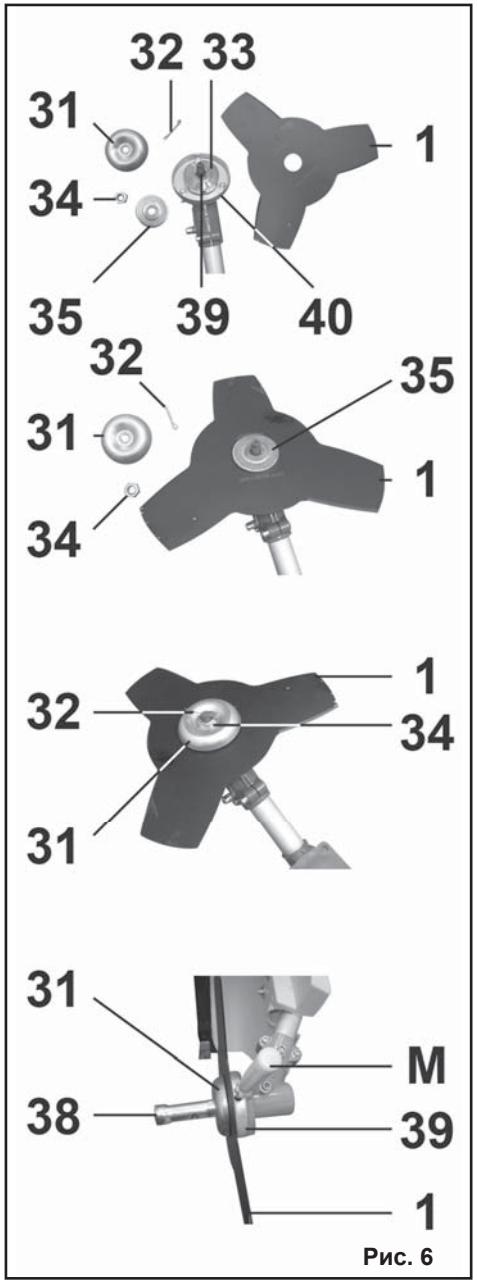

Рис. 6
6.4. Установка ножа, Рис. 6
6.4.2. Совместите отверстия чашки (40) и внутреннего фланца (33) и, как показано на Рис.6, установите отвёртку (**М**).
6.4.4. В последовательности, как показано на Рис. 6, установите наружный фланец (35), шайбу (31) и положение ножа (1) надёжно зафиксируйте гайкой (34).
6.5. Установка триммерной катушки (Рис. 6, 7)
6.5.1. Демонтируйте шплинт (32). Совместите отверстия чашки (40) и внутреннего фланца (33) и, как показано на Рис.6, установите отвёртку (**М**). Скрутите гайку (34). Демонтируйте нож (1) и детали его крепления (см. пункт 6.4).